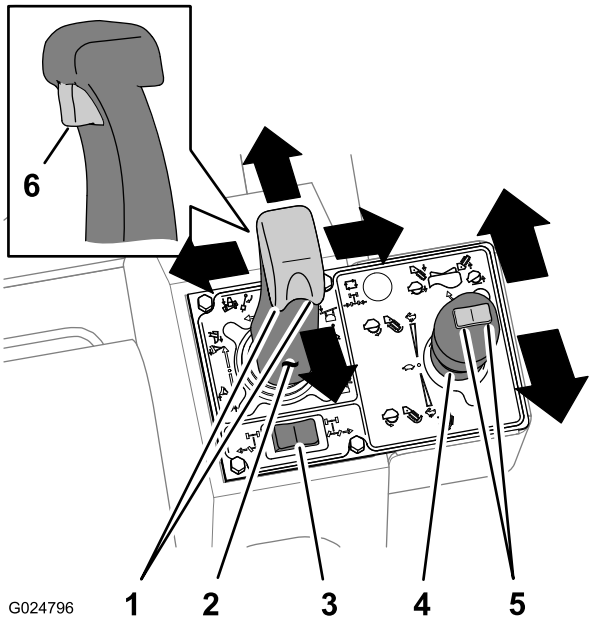

Figura 15
- Mueva el joystick hacia adelante para bajar la hoja de relleno o el arado vibratorio; tire del joystick hacia atrás para elevar la hoja de relleno o el arado vibratorio (Figura 15).
- Mueva el joystick a la izquierda para inclinar la hoja de relleno a la izquierda; mueva el joystick a la derecha para inclinar la hoja de relleno a la derecha (Figura 15).
- Gire el mando del pulgar a la izquierda para girar la hoja de relleno a la izquierda, o gire el mando del pulgar a la derecha para girar la hoja de relleno a la derecha (Figura 15).
- Gire el mando del pulgar a la izquierda para dirigir el arado vibratorio a la izquierda, o gire el mando del pulgar a la derecha para dirigir el arado vibratorio a la derecha (Figura 15).
- Apriete el gatillo del joystick para flotar la hoja de relleno hacia arriba y hacia abajo (Figura 15).
- Mueva el joystick hacia atrás para activar la vibración de la cuchilla del arado (Figura 15).
- Siga moviendo el joystick hacia atrás para aumentar la vibración (Figura 15).
- Mueva el joystick hacia la posición de punto muerto para reducir y detener la vibración (Figura 15).
- Mueva el joystick hacia adelante para poner en marcha la cadena excavadora hacia adelante (Figura 15).
- Siga moviendo el joystick hacia adelante para aumentar la velocidad de la cadena (Figura 15).
- Mueva el joystick a la posición de punto muerto para detener la cadena de la zanjadora (Figura 15).
- Presione la parte izquierda del interruptor para bajar el brazo del accesorio (Figura 15).
- Presione la parte derecha del interruptor para elevar el brazo del accesorio (Figura 15).